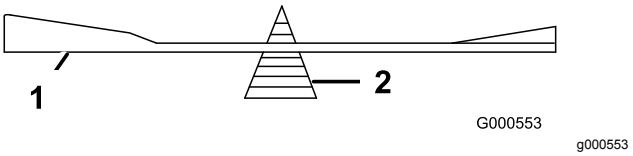

Figur 118
2. Sjekk knivens balanse ved å legge den på en balanseringsinnretning (Figur 118).